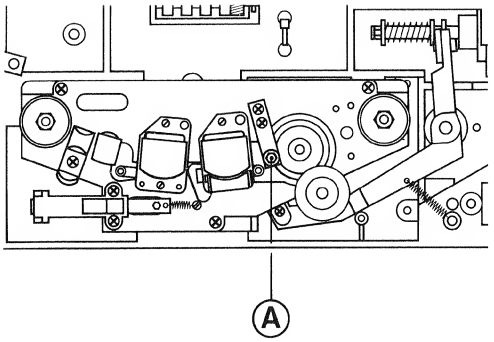

Fig. 4.1.–1
– Bandführungen reinigen, Bandführung (A) *nicht verstellen.* Wenn nötig, kann die Bandführung mit einem Kreuzschlitz-Schraubenzieher vom Kopfträger gelöst werden (2 Schrauben, Fig. 4.1.–1).
– Clean tape guides, take care *not to alter* the adjustment of guide (A). The tape guide may be removed from the headblock after undoing its Phillips head mounting screws (2 screws, fig. 4.1.–1).
Nettoyez les guides de bande, *ne pas dérégler* le guide de bande (A), qui si nécessaire ne sera démonté qu'avec son support, à l'aide d'un tournevis à croix (2 vis, fig. 4.1.–1).